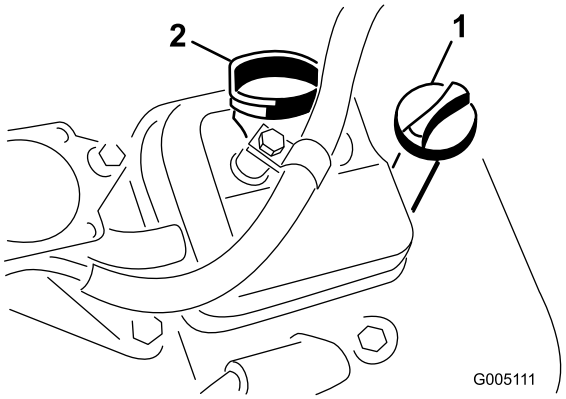

Figur 25
2. Ta ut oljestickan och torka av den med en ren trasa. Stick ned oljestickan i röret, skruva fast den och se till att den sitter ordentligt (Figur 25).